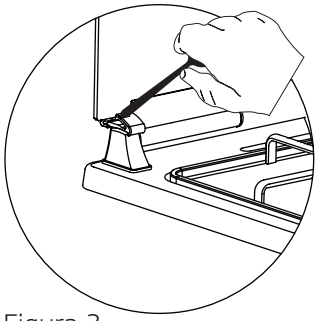

Figura 3
**3.** Como se muestra en la figura 3, la puerta de vidrio puede cerrarse presionando la abrazadera de plástico con la ayuda de una cuchara.